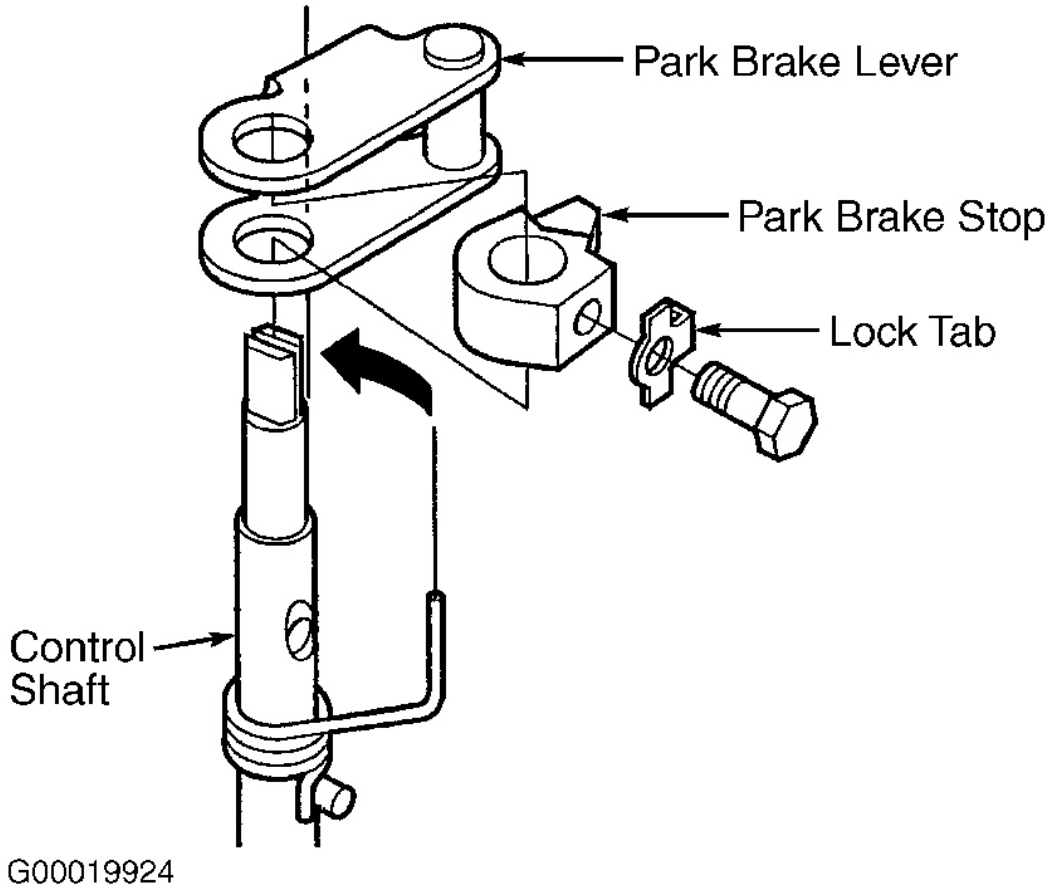

Fig. 59: Assembling Park Brake Lever
1. Install the park lever and park stop on the control shaft, then install the lock bolt with a new lock washer. See **Fig. 59** . Do not bend the lock tab of the lock washer until step 28 .